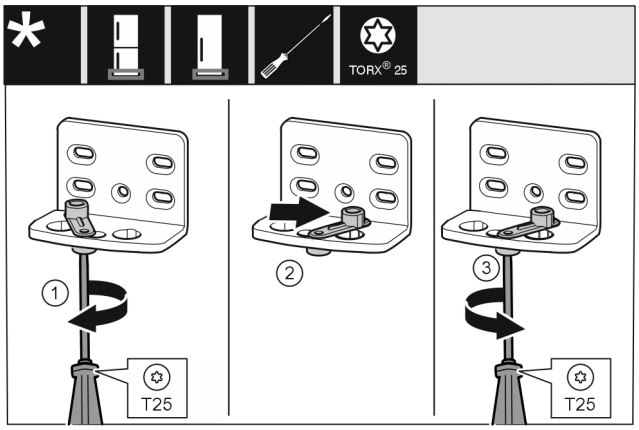

Fig. 14
- ▶ Loosen the screw using a T25 screwdriver. *Fig. 14 (1)*
- ▶ Lift the door closing aid and turn it 90° to the right in the hole. *Fig. 14 (2)*
- ▶ Tighten the screw using a T25 screwdriver. *Fig. 14 (3)*